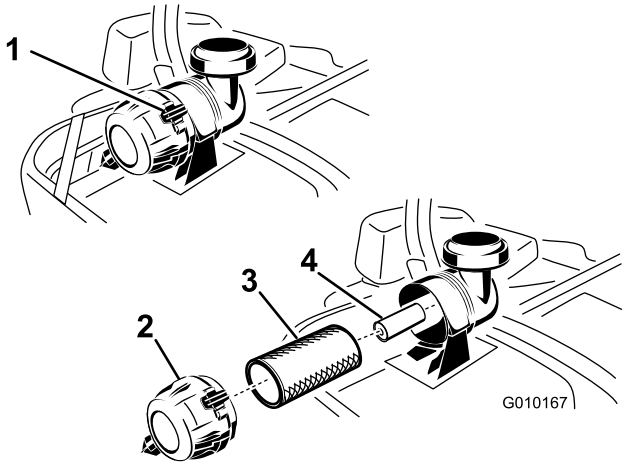

Figur 48
3. Lossa spärrhakarna på luftrenaren genom att trycka dem nedåt och dra av luftrenarkåpan från luftrenarhuset (Figur 48).
5. Dra försiktigt ut huvudfiltret ur luftrenarhuset (Figur 48). Undvik att knacka filtret mot sidan på luftrenarhuset.
1. Rengör inte pappersfiltret, utan byt ut det (Figur 48).
2. Skjut försiktigt in filtret i filterhuset när du byter ut sekundärfiltret (Figur 48).
3. Skjut försiktigt huvudfiltret över sekundärfiltret (Figur 48). Kontrollera att det sitter ordentligt genom att trycka på filtrets yttre kant medan du monterar det.
4. Montera luftrenarkåpan med ventilatorlocket nedfällt och vrid den så att spärrhakarna låser fast kåpan på dess plats (Figur 48).